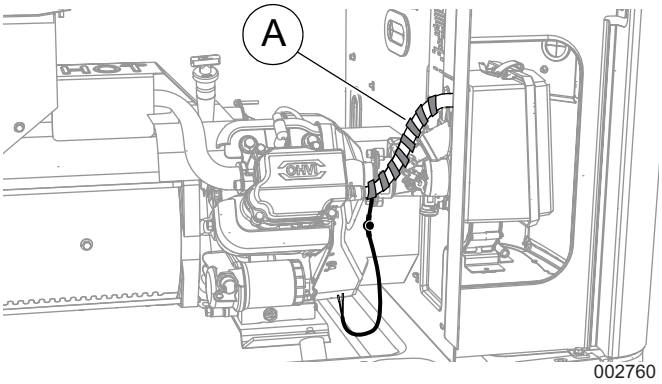

Figura 3. Envoltura de la manguera del generador (9 kW)
1. Vea la *Figura 3*. Enrolle el calefactor con el respiradero (A) alrededor de la manguera del respiradero, con una separación uniforme tal y como se muestra, con los cables conductores en la parte inferior. Una vez instalado, envuelva el calentador y manguera del respiradero con cinta de silicona (provista) para fijar el calentador.